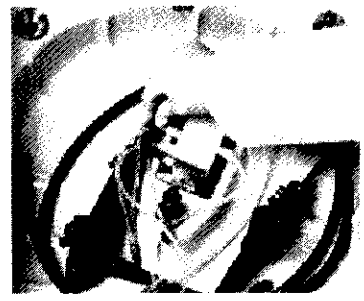

Figure 29 Close the Handle
6. Close the handle as shown in *Figure 29*.